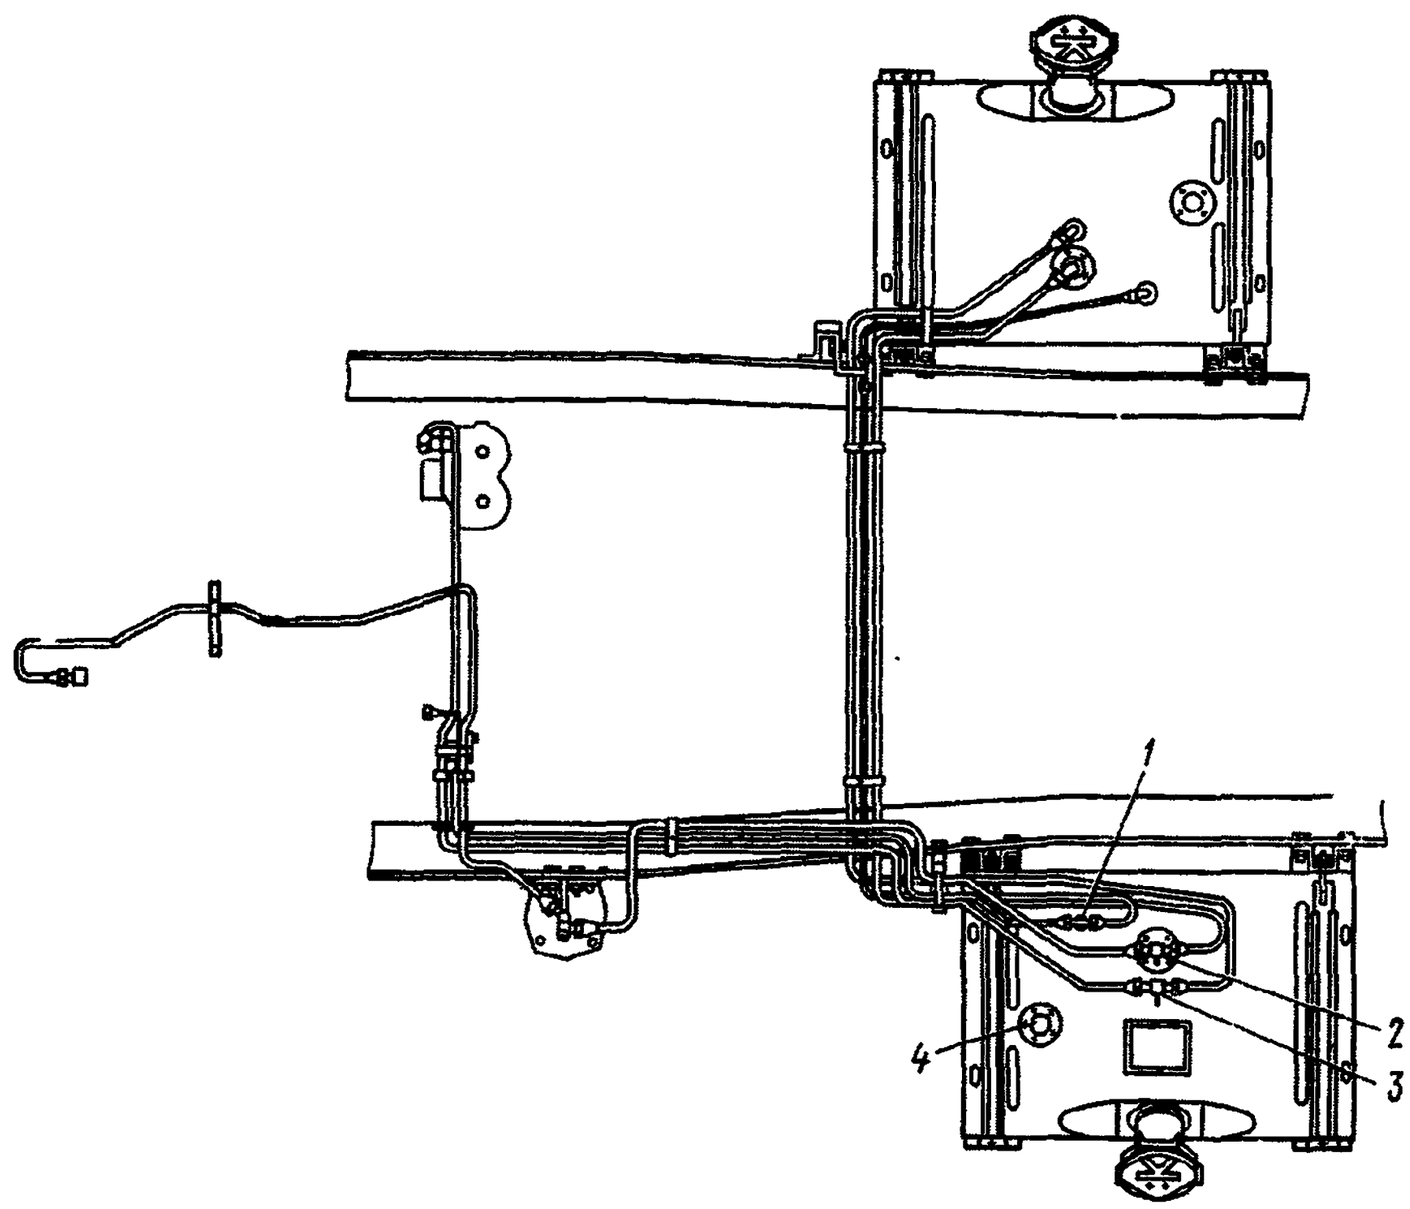

Рис. 3. Установка топливных баков на автомобиле КамАЗ-4310:
3. Отсоедините штекерный разъем от датчика *4* (рис. 3) указателя уровня топлива	—
9. Установите датчик *4* (см. рис. 3) указателя уровня топлива и заборный фильтр, вверните винты их крепления	Отвертка
13. Подсоедините к тройнику *1* (см. рис. 3) топливопровод	Ключ 12 мм